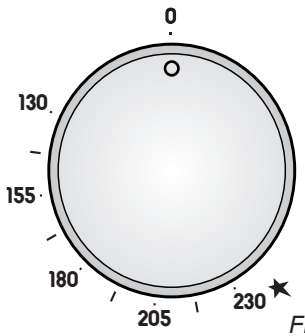
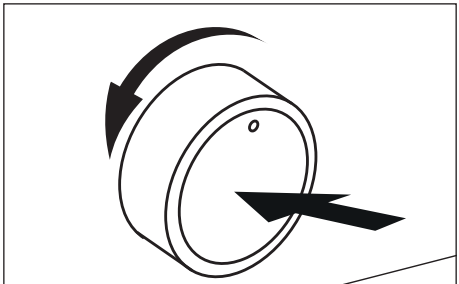

Fig. 5.1
Fig. 5.4
The temperature knob is numbered from 130 to 230 ★ (fig. 5.1) indicating the increasing oven temperature value (see table 5.2).
2. Lightly press and turn the thermostat knob anti-clockwise (fig. 5.4) to max position 230 ★ (fig. 5.1). Press the knob firmly until the burner lights.